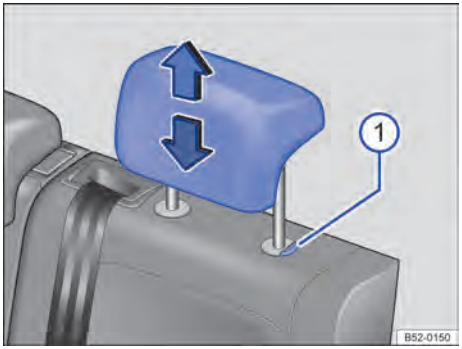

Fig. 67 Apoyacabezas trasero: ajustar.
– Mover el apoyacabezas hacia arriba o hacia abajo en el sentido de la flecha con la tecla → fig. 67 ① presionada → ⚠ en *Introducción al tema* de la pág. 84.
– Retirar el apoyacabezas con el botón → fig. 67 ① presionado. ▶
– Empujar hacia abajo el apoyacabezas con la techa → fig. 67 (1) presionada.